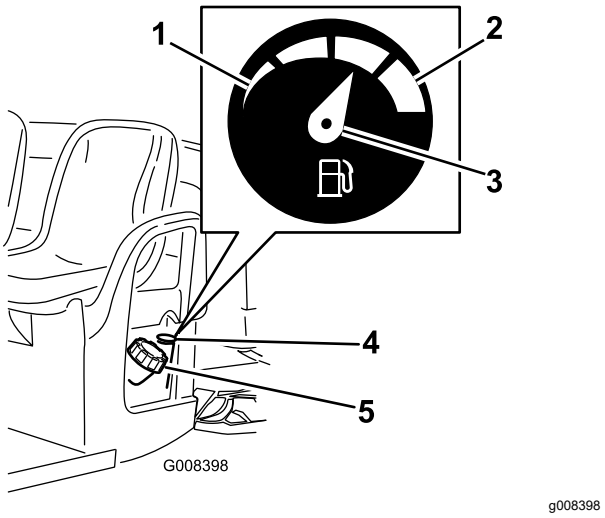

Rysunek 12
2. Odkręć korek zbiornika paliwa (Rysunek 12).